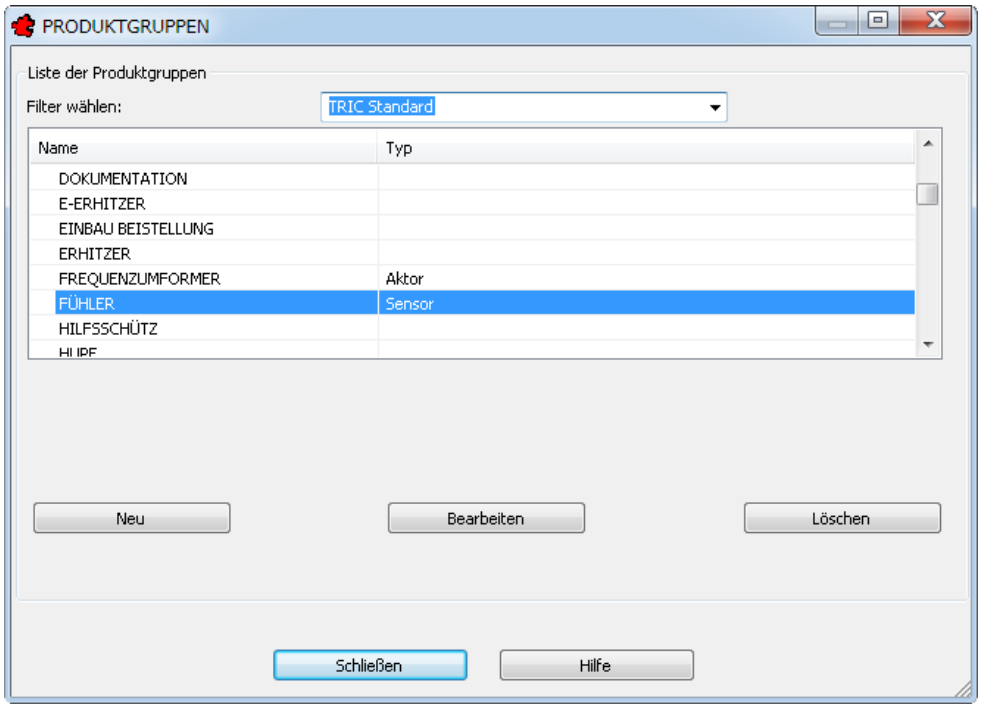

Bild 36.39 – Die Dialogbox *Produktgruppen*
- Rufen Sie *Datei, Stammdaten, Produktgruppe* auf. Die Dialogbox *Produktgruppen* wird geöffnet (Abb. 36.39).